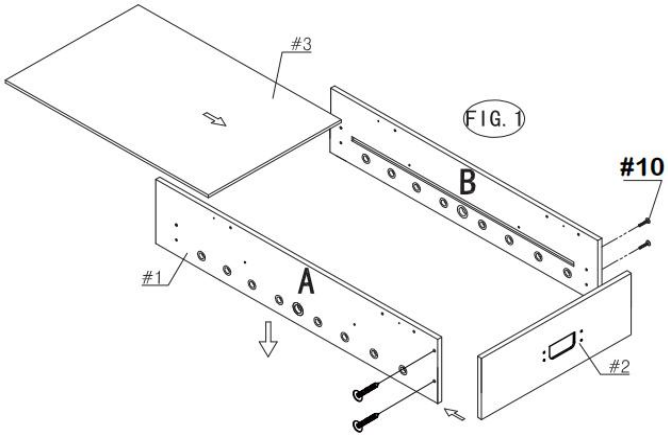

Rys.2.
6) Umieść wspornik (#7) na polu gry (#3), jak pokazano na rys. 2. Przymocuj go za pomocą czterech Śruby z łbem podkładkowym (#12).